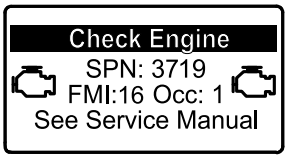

Figur 31
- Om en parkerad regenerering krävs visar InfoCenter motorvarning SPN 3719, FMI 16 (Figur 31) och motorns dator minskar motoreffekten till 85 %.